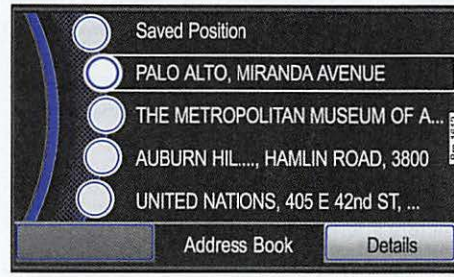

Fig. 58 Destination memory with manually stored destinations.
- Select the [Saved Position] entry in the **Dest. Memory** ⇒ fig. 58 and press the [Details] function button.